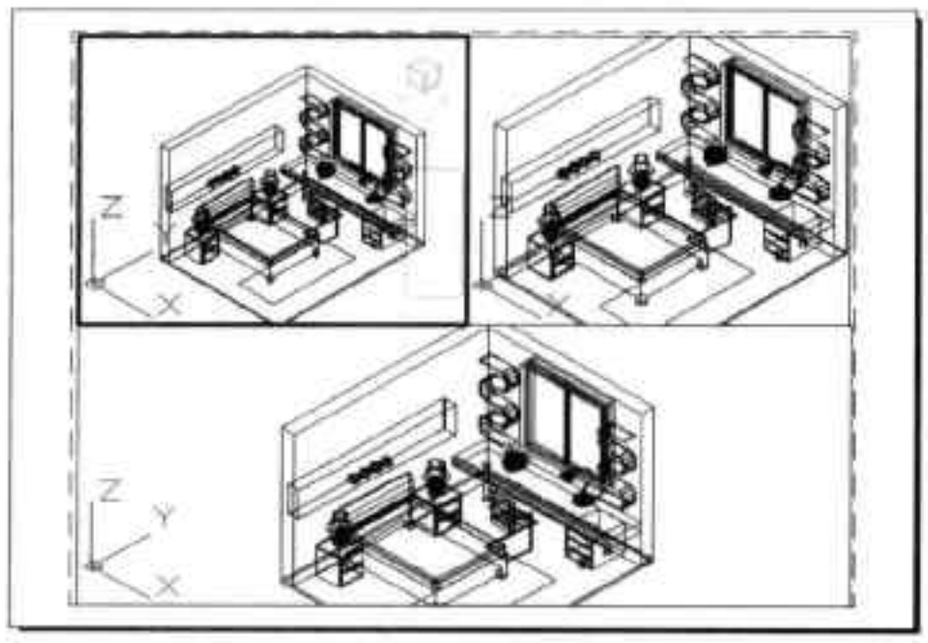

图10-39 选择视口
Step 01 启动“图纸”模式，并在布局空间中选中所需更换显示的视口，如图 10-39 所示。